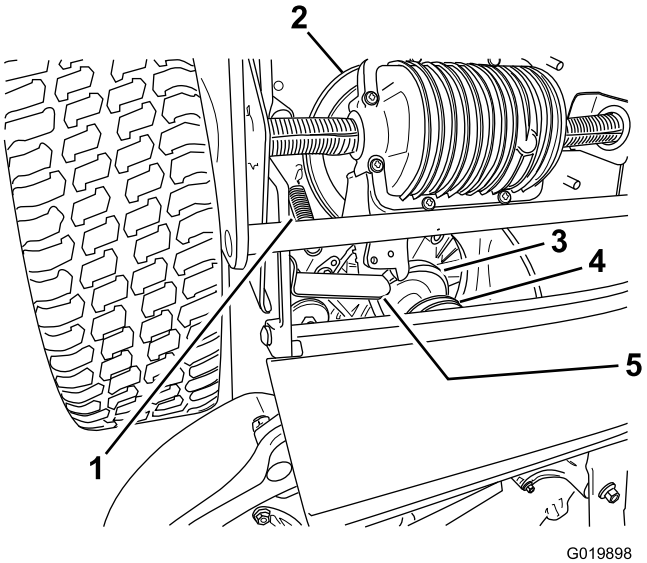

Рисунок 37
8. Переместите выступ вперед (Рисунок 37).